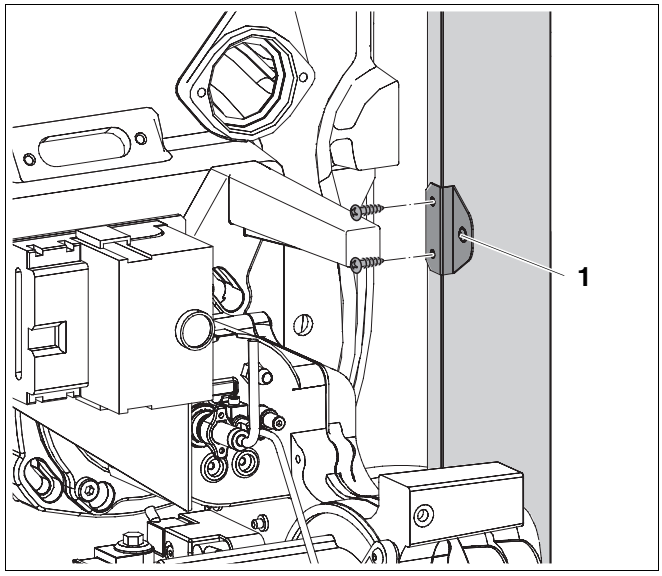

Fig. 44 Montage de l'équerre aux panneaux latéraux
- Monter l'équerre de fixation du capot du brûleur à droite et à gauche sur le panneau latéral (➔ fig. 44).